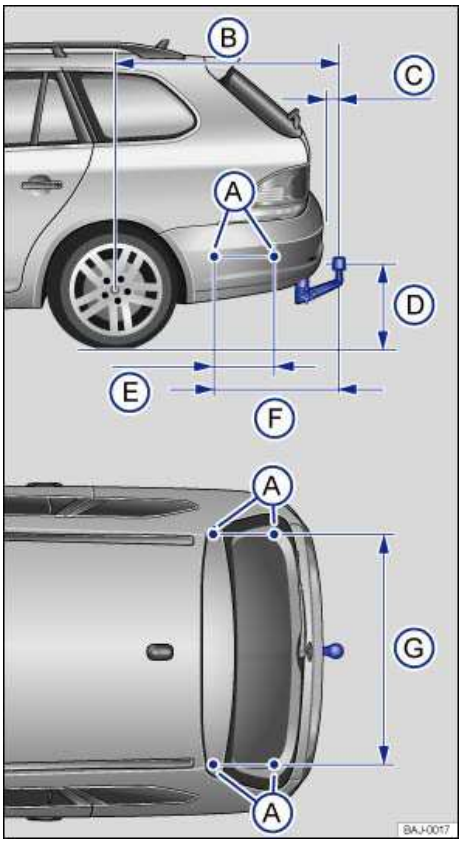

**Fig. 107** Dimensions and attachment points for retrofitting a trailer hitch.
⇒ fig. 107 (D) be less than the specified minimum. This minimum height must be present even when the vehicle is fully loaded and subject to the maximum tongue weight.